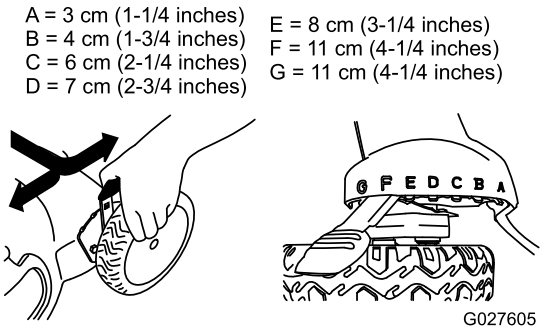

**Figur 13**
**Obs:** Flytta alla fyra klipphöjdsreglagen framåt för att lyfta maskinen. Flytta dem bakåt för att sänka ned maskinen (Figur 13).